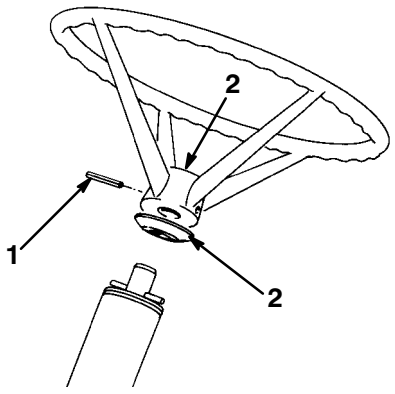

Figure 1
2. Glisser l'entretoise sur la colonne de direction jusqu'à ce que la goupille de la colonne se loge dans la rainure de l'entretoise (Fig. 1).
3. Glisser le volant sur la colonne et faire correspondre les trous de goupillage du volant et de la colonne (Fig. 1). Le logo Toro au centre du volant doit être lisible dans le bon sens de la place du conducteur.
5. Enfoncer la goupille jusqu'à ce qu'elle ne dépasse plus du volant (Fig. 1).